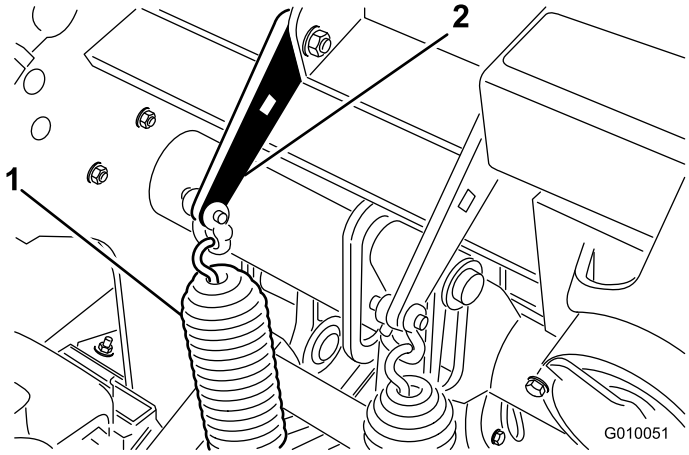

**Figur 36**
1. Lossa på vagnsbultmuttrarna som fäster fjäderfästena vid luftarhuvudet (Figur 36). Ta inte bort dem.